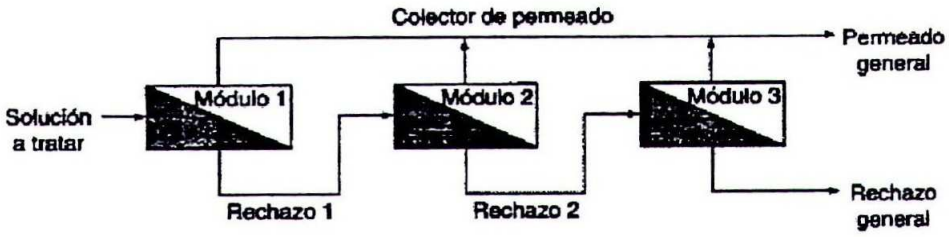

Figura 2.10: Módulos en serie
- **Módulos en serie:** el permeado se recolecta en cada módulo y se conduce a un colector de permeado general. El rechazo del primer módulo se convierte en la alimentación del módulo siguiente, y así sucesivamente hasta llegar al rechazo general (véase figura 2.10).